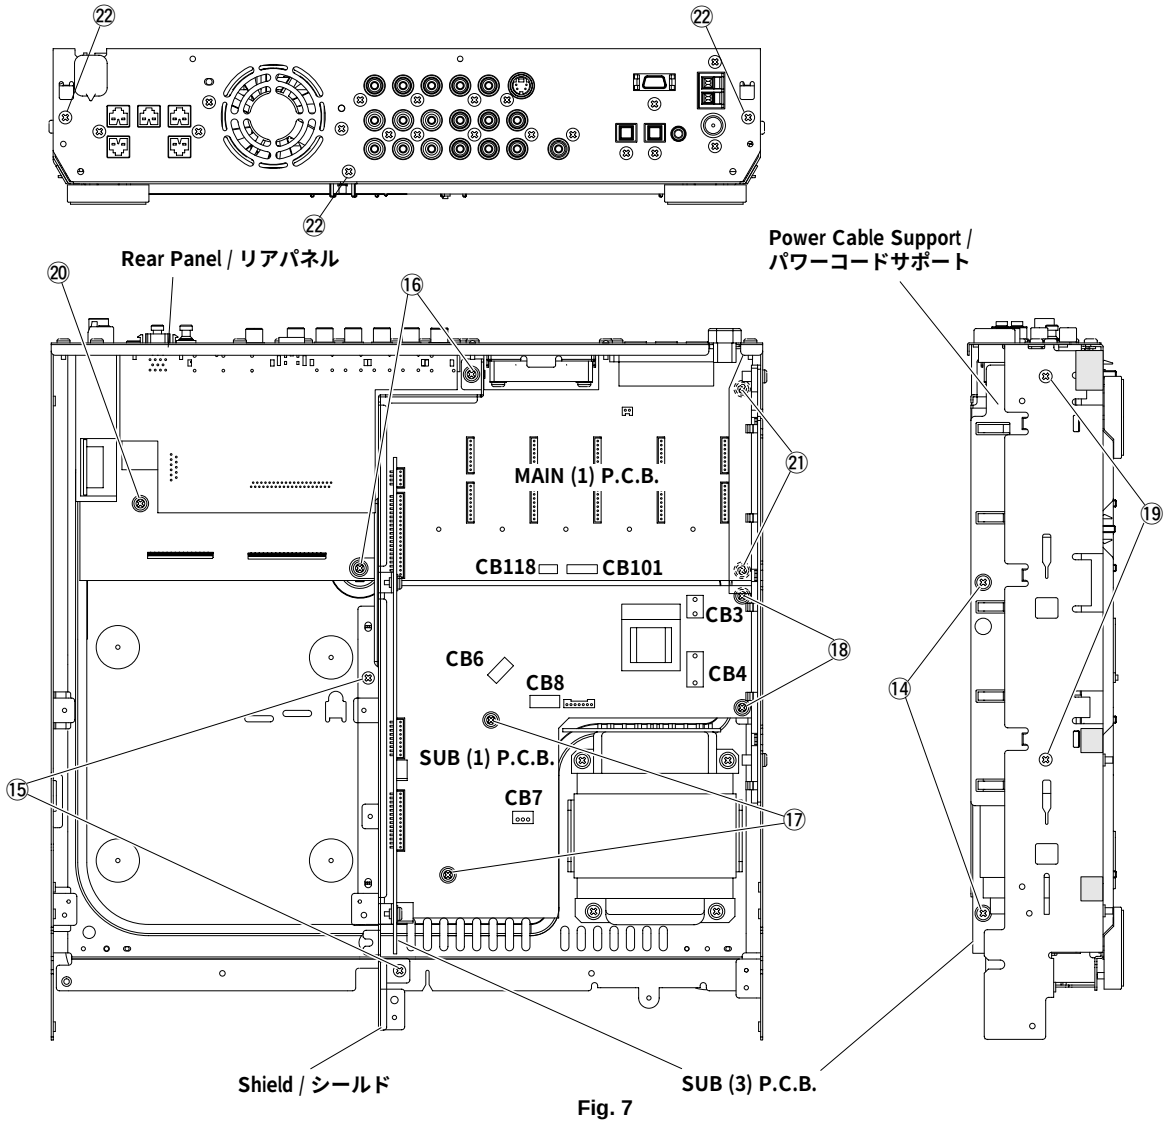

Fig. 7
8. Removal of SUB (3) & SUB (1) P.C.B.
a. Remove 2 screws (⑭) in Fig. 7.
b. Remove 2 screws (⑮) and 2 screws (⑯) and then remove the Shield in Fig. 7.
c. Remove the SUB (3) P.C.B. in Fig. 7.
d. Remove 2 screws (⑰) and 2 screws (⑱) in Fig. 7.
e. Disconnect the connectors CB3, CB4, CB6, CB7, CB8, CB101 and CB118 in Fig. 7.
f. Remove the SUB (1) P.C.B. in Fig. 7.
8. SUB (3) & SUB (1) P.C.B.の外し方
a. ⑭のネジ2本を外します。(Fig. 7)
b. ⑮のネジ2本、⑯のネジ2本を外し、シールドを外します。(Fig. 7)
c. SUB (3) P.C.B.を外します。(Fig. 7)
d. ⑰のネジ2本、⑱のネジ2本を外します。(Fig. 7)
e. コネクターCB3、CB4、CB6、CB7、CB8、CB101、CB118を外します。(Fig. 7)
f. SUB (1) P.C.B.を外します。(Fig. 7)
a. Remove 2 screws (⑲) and then remove the Power Cable Support in Fig. 7.
b. Remove 1 screw (⑳) and 2 screws (㉑) in Fig. 7.
c. Remove 3 screws (㉒) in Fig. 7.
d. Remove the MAIN P.C.B. with the Rear Panel attached to it in Fig. 7.
a. ⑲のネジ2本を外し、パワーコードサポートを外します。(Fig. 7)
b. ⑳のネジ1本、㉑のネジ2本を外します。(Fig. 7)
c. ㉒のネジ3本を外します。(Fig. 7)
d. リアパネルが付いた状態でMAIN P.C.B.を外します。(Fig. 7)